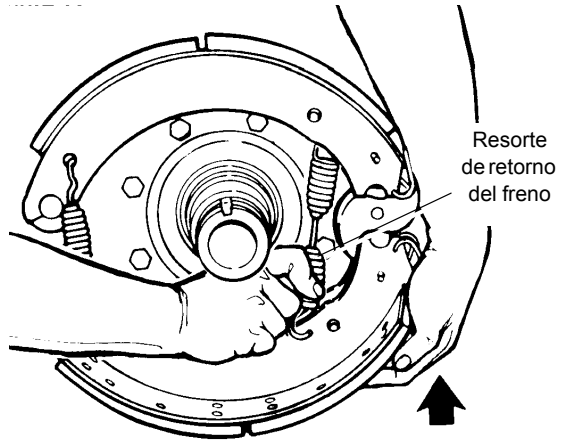

FIGURA 8-43
3. Levante la zapata inferior para liberar la tensión del resorte de retorno de los frenos y retire el resorte (vea la Figura 8-43).